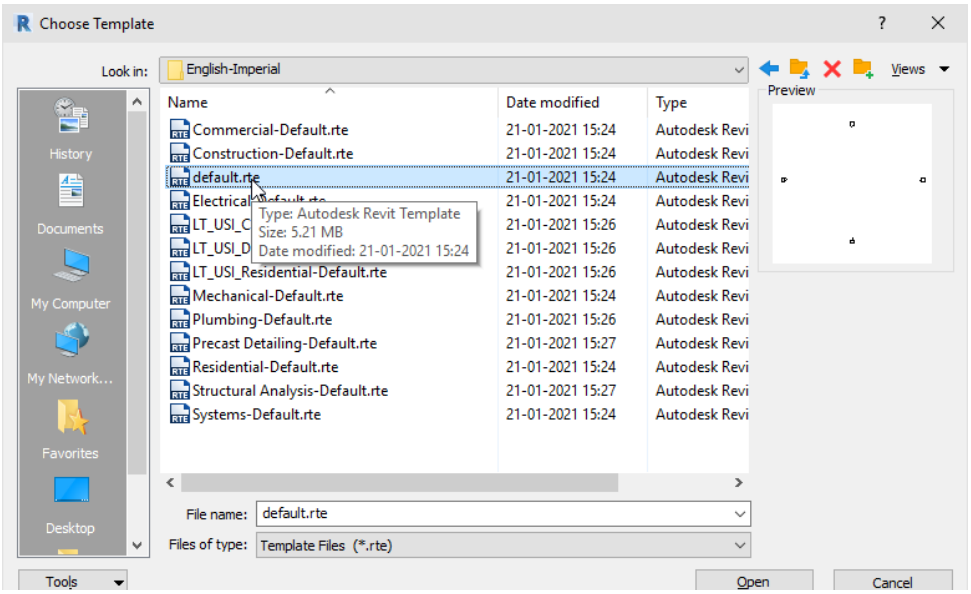

Figure 2-36 *The* ***Choose Template*** *dialog box with the* ***default*** *file selected*
2. In the **Choose Template** dialog box, select the **default** template file from the **English-Imperial** folder (**DefaultMetric** template file from the **English** folder), refer to Figure 2-36 and then choose the **Open** button; the **Choose Template** dialog box closes and the selected template file is applied to the new project.